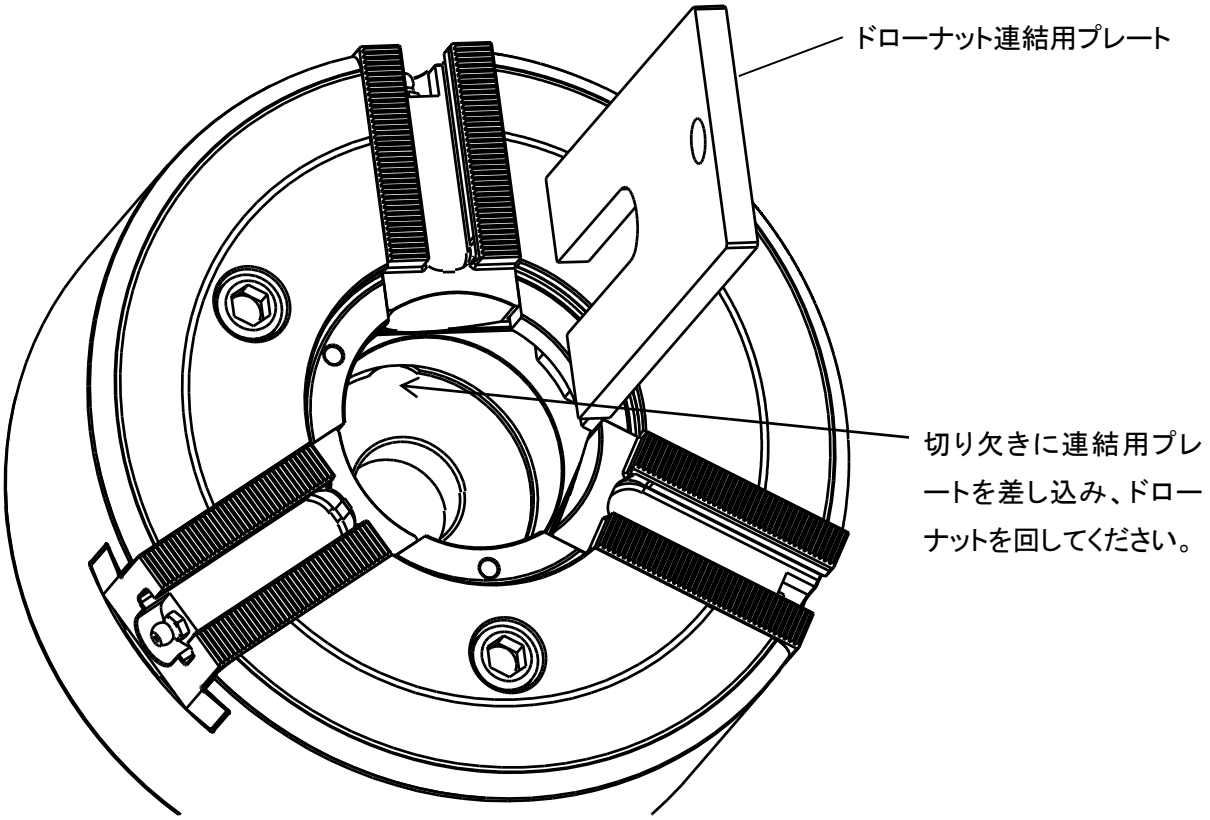

図 18
③ シリンダをスピンドルに取り付けてください。
④ シリンダの振れを確認し、異常が無いなら油圧ホースとドレンホースを取り付けてください。
⑤ 機械の電源を入れ、シリンダを 0.5MPa で 2～3 回作動させてください。異常が無いならピストンを前進端にして機械の主電源を切ってください。
⑥ チャックのソフトジョーとカバーを取り外してください。
⑦ 図 18 のように、ドローナット連結用プレートをチャックの中心穴に挿入し、ドローナットを回しながらドローパイプに連結してください。スムーズにねじ込めない場合は無理にねじ込まず、ねじの傾き等を確認してください。
⑧ ドローナットを回し、チャックがスピンドル取付面に完全に密着する状態にしてください。
⑨ チャック取付ボルトを均等に、規定トルクで締め付けてください。(「2.安全に係わる重要警告事項」参照)